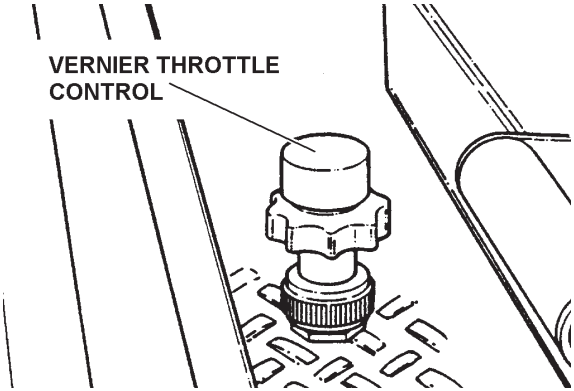

FIGURE 3.3
3.4 The Vernier Throttle Control, located at the left control station, is used to vary the speed of the truck engine to govern the maximum speed of the winches and cylinders. See Figure 3.3.
3A.5 The Vernier Throttle Control, located at the left control station, is used to vary the speed of the truck engine to govern the the maximum speed of the winches and cylinders. Refer to Figure 3.3.